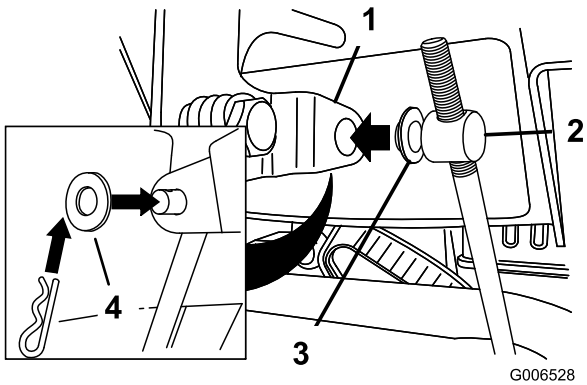

Figur 5
3. Anbring en flad spændeskive på drejetappen (Figur 5).
6. Løft hastighedskontrolstangen, og sæt drejetappen ind i åbningen i hastighedsvælgerstangen (Figur 5).
B. Tag drejetappen af hastighedsvælgerstangen (Figur 5).
C. Drej drejetappen nedad (med uret) på hastighedskontrolstangen (Figur 5).
D. Sæt drejetappen på hastighedsvælgerstangen (Figur 5).